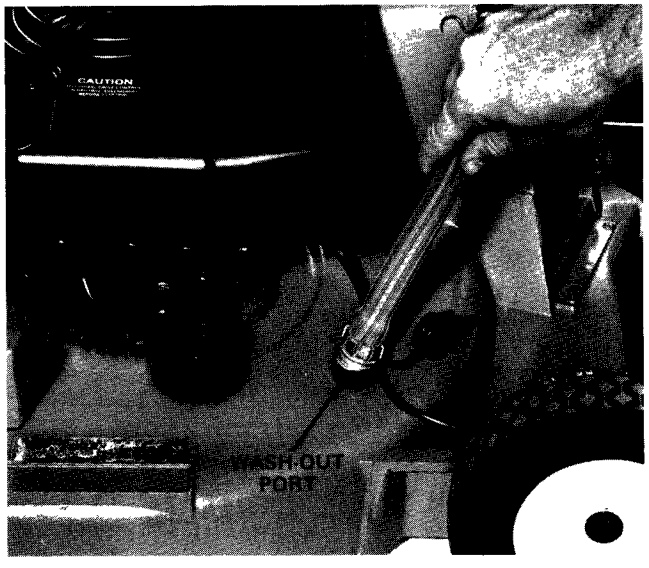

Figure 8
2. Open the wash-out port (Fig. 8).
3. Rotate key to ON position and start engine. Using moderate water pressure, put end of hose without nozzle, into the wash-out port opening (Fig. 8). Allow the engine and water to run for approximately 2 minutes; then shut engine off. Pull high tension wire off spark plug after all moving parts stop.